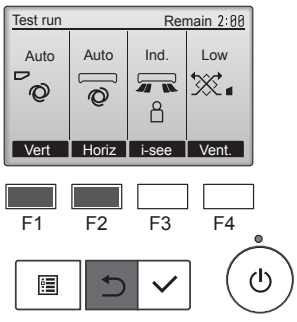

Fig. 7-4
(2) Appuyez sur la touche [CHOIX] pour afficher l'écran de fonctionnement du volet puis appuyez sur les touches [F1] et [F2] pour contrôler le volet automatique. (Fig. 7-4)